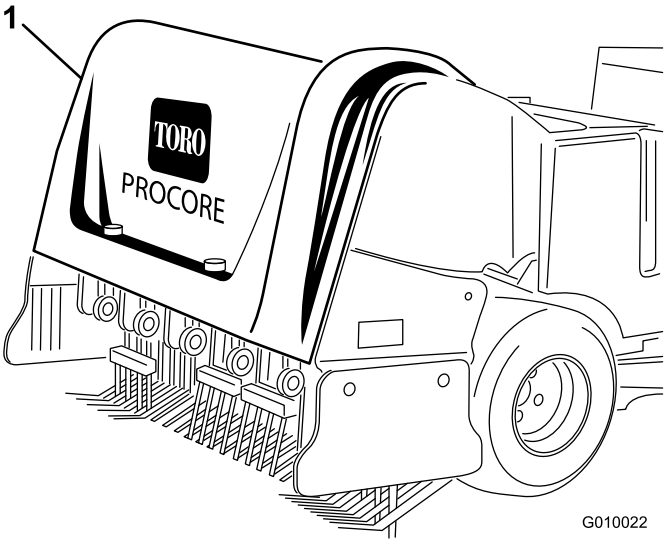
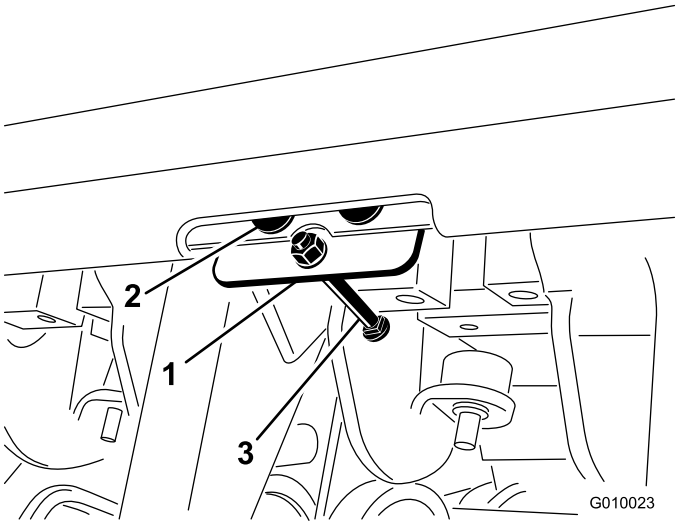

Figur 7
Figur 8
1. Spänn fast huvplattan vid den bakre huven med tre popnitar (Figur 7 och Figur 8).
3. För in bulten genom huvplattan (Figur 8).
4. Fäst bulten på huvplattan med en låsmutter (nr 10) (Figur 8).